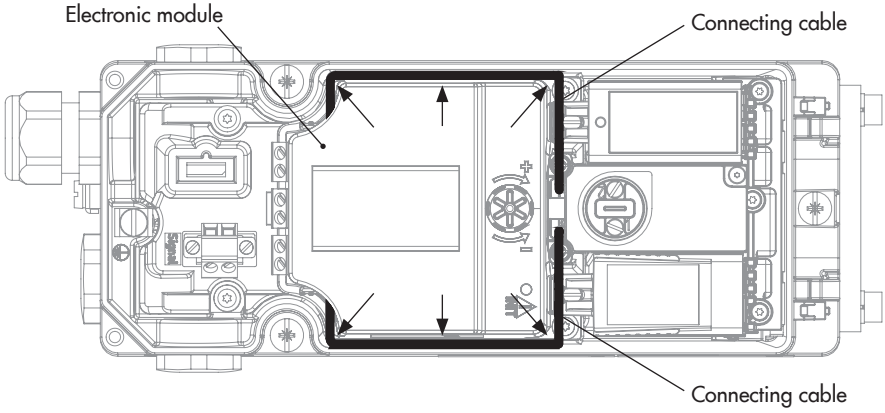

Fig. 37: *Routing the connecting lines*
9. Clamp the two connecting lines between the electronic module and the positioner housing and push them downward (as shown in Fig. 37).